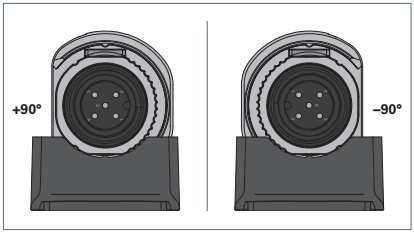

Fig. 7: Aligning the device at -90° or +90°.
- ▶ Turn the device to an angle of exactly -90° or +90°, see Fig. 7.